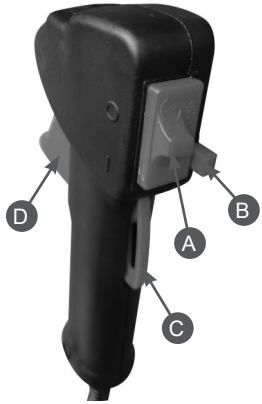

Рис. 9 Рукоятка управления
4. Установите выключатель A в положение «I» (Рис. 9).
5. Нажмите одновременно на стопорный рычаг C и рычаг газа D. Зафиксируйте рычаг газа в нажатом состоянии кнопкой B (Рис. 9).
9. После запуска переведите рычаг газа в режим холостого хода. Для этого необходимо быстро нажать и отпустить рычаг газа D (кнопка блокировки B при этом освободится) (Рис. 9) и прогрейте двигатель в течение 30 секунд. Рычаг воздушной заслонки при этом находится в среднем положении, затем переведите рычаг заслонки в нижнее положение.
4. Переверните устройство свечным отверстием вниз и зафиксировав рычаг газа в нажатом состоянии кнопкой B (Рис. 9), несколько раз сильно и часто дерните за ручку стартера для удаления лишнего топлива из цилиндра.
2. Дайте двигателю поработать без нагрузки в течение 15-20 секунд, затем заглушите двигатель, установив выключатель зажигания A (Рис. 9) в положение «O» (ВЫКЛЮЧЕНО).